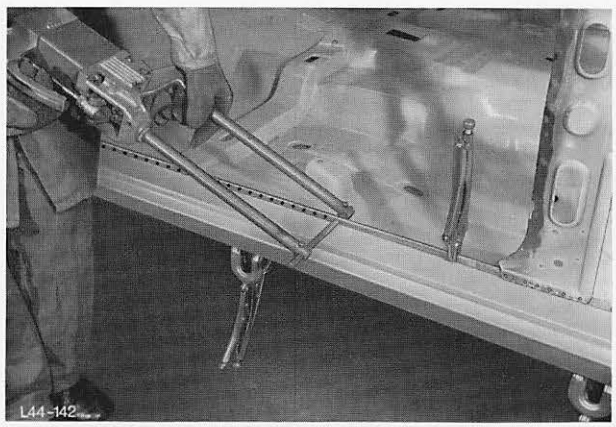

Abb. 154 Türschweller punktschweißen
11. Türschweller im vorderen oberen Flanschbereich anpunkten, Abb. 154.